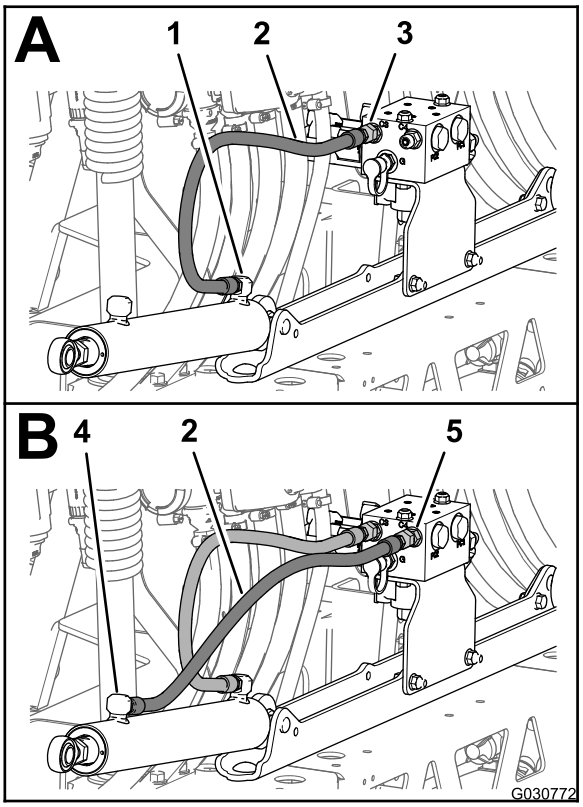

Figur 129
1. Montera en ny hydraulslang (1/4 x 24 3/4 tum) löst mellan utskjutningsporten på den vänstra sprutrampslyftens cylinder och port C3 på sprutrampslyftens grenrör (Figur 129).
2. Montera en ny hydraulslang (1/4 x 24 3/4 tum) löst mellan indragningsporten på den vänstra sprutrampslyftens cylinder och port C4 på sprutrampslyftens grenrör (Figur 129).
5. Dra åt slangkopplingarna på utskjutnings- och indragningsportarna på lyftcylindrarna (Figur 129 och Figur 130) till 21–26 Nm.
6. Dra åt slangarnas löpmuttrar vid sprutrampslyftens grenrör (Figur 129 och Figur 130) till 24–30 Nm.